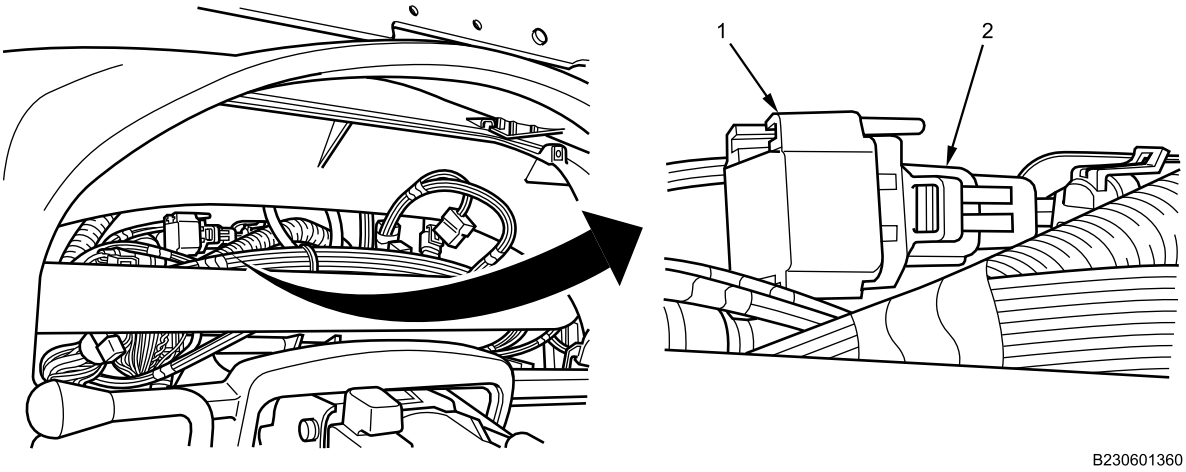

Figure 1. Barometric Pressure Sensor.
1. Disconnect electrical connector (Figure 1, Item 2) from barometric pressure sensor (Figure 1, Item 1) and remove barometric pressure sensor.